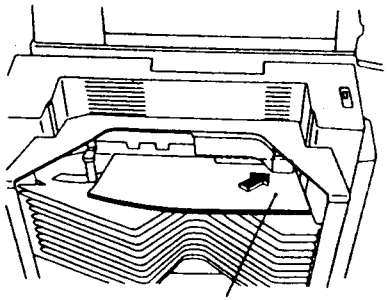

Рис. 1
1. (Рис. 1): Загрузите в первую ячейку М-бумагу и проверьте в режиме ручного сшивания следующее: